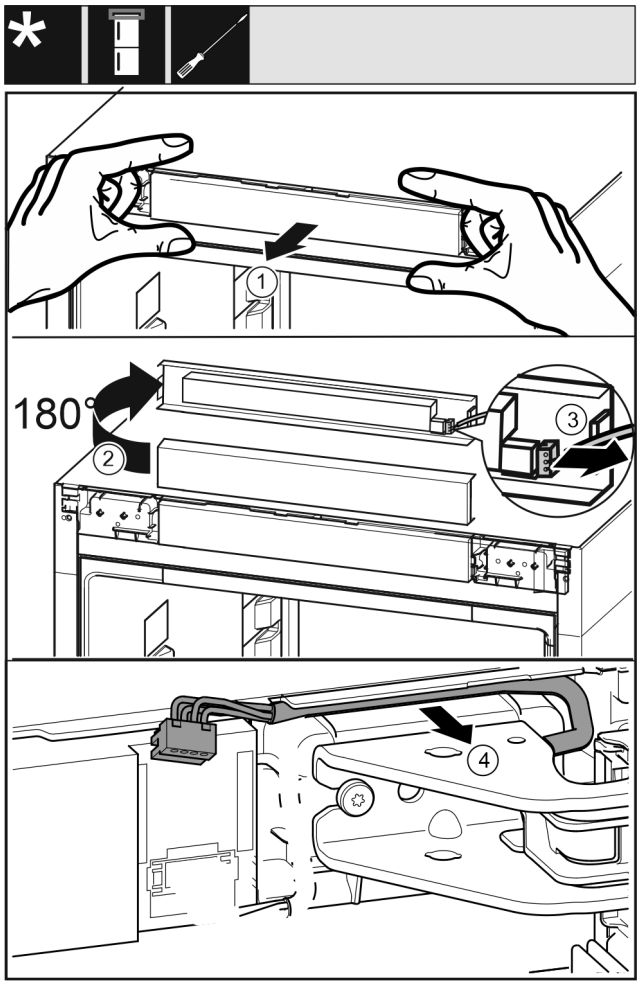

Fig. 13
- ▶ Atbrīvojiet vadības aizsegu *Fig. 13 (1)* uzmanīgi uz priekšu.
- ▶ Pagrieziet vadības aizsegu *Fig. 13 (2)* uz augšu par 180°.
- ▶ Spiediet fiksācijas izcilni *Fig. 13 (3)* uz aizmuguri un uzmanīgi izvelciet spraudni.
- ▶ Atbrīvojiet uzmanīgi kabeli *Fig. 13 (4)* virs gultņa balsta no vadotnes.